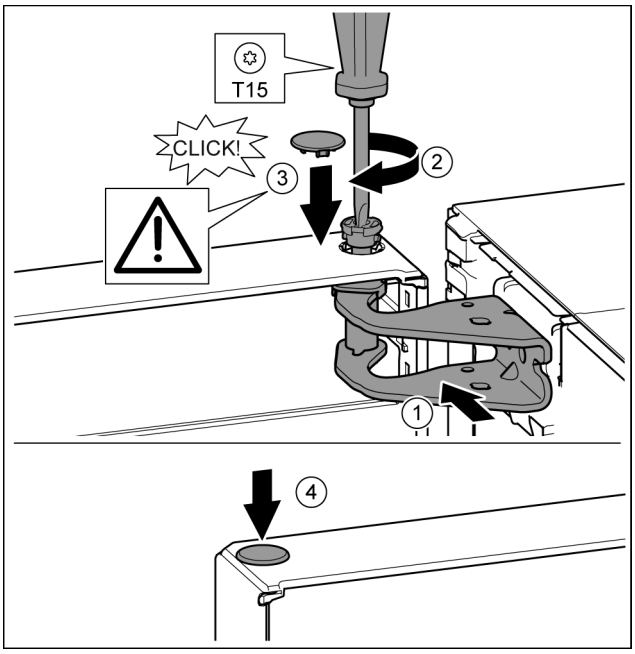

Fig. 20
▶ Alinee la parte superior de la puerta respecto a la abertura en el soporte de cojinete. *Fig. 20 (1)*
▶ Introduzca el perno y atorníllelo con el destornillador T15. *Fig. 20 (2)*
▶ Montar la cubierta del seguro para asegurar la puerta: introduzca la cubierta del seguro y compruebe si descansa sobre la puerta. De lo contrario, introduzca por completo el perno. *Fig. 20 (3)*
▶ Coloque el tapón. *Fig. 20 (4)*